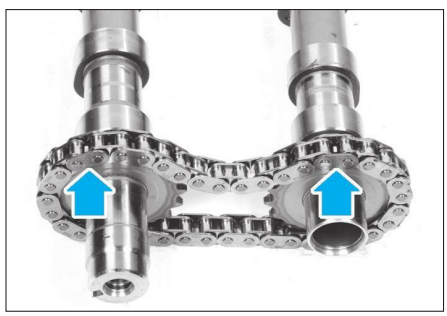

**Fig. 57**
• Positionner la chaîne des deux arbres à cames en respectant les deux repères sur la chaîne. Les deux maillons cuivrés sur les dents peintes en jaune des pignons d'arbres à cames **(Fig.57)**.